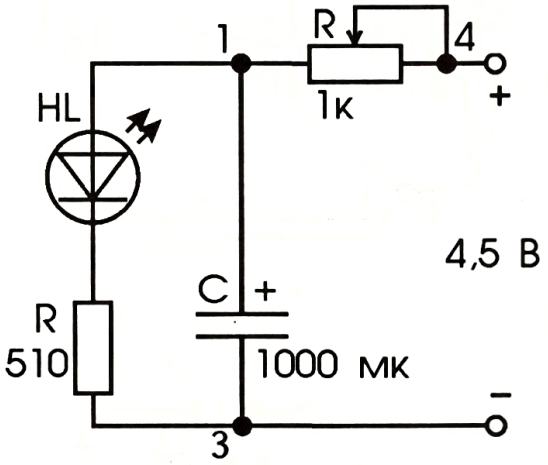

Рис. 13
2. Исследуйте зависимость времени зарядки конденсатора от сопротивления цепи (рис. 13), следя за увеличением яркости свечения светодиоида при подключении разряженного конденсатора к источнику питания при разных положениях движка переменного резистора **R**, и сделайте вывод.